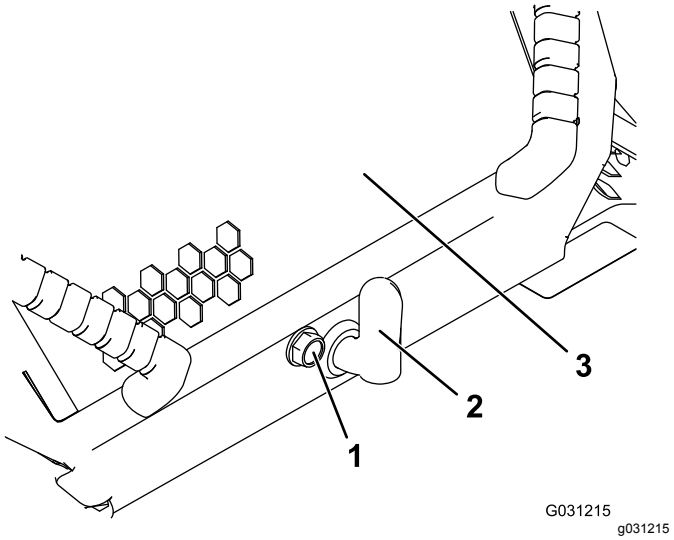

Rysunek 32
1. Poluzuj śrubę blokującą maskę (Rysunek 32).
2. Przekręć zaczep maski w prawo (Rysunek 32).
3. Unieś maskę do góry za ucha (Rysunek 32).
3. Dokręć śrubę mocującą maskę, unieruchamiając zaczep (Rysunek 32).